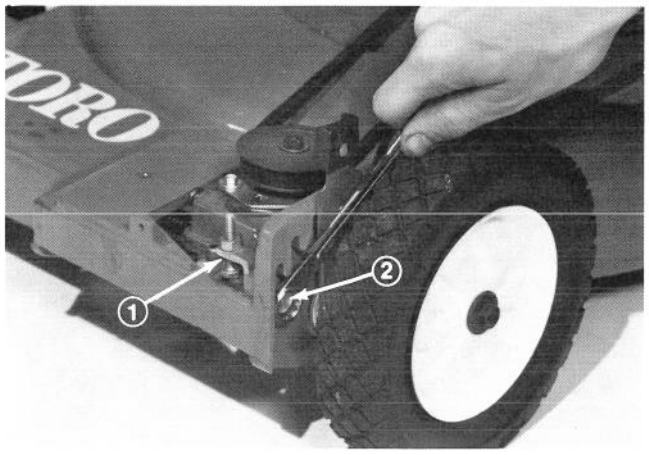

Figure 42
3. Set height-of-cut for all four wheels in "e" position and remove stop screw and bracket assembly (Fig. 42).
8. Install belt, rotate gear case forward and mount stop screw and bracket assembly (Fig. 42).